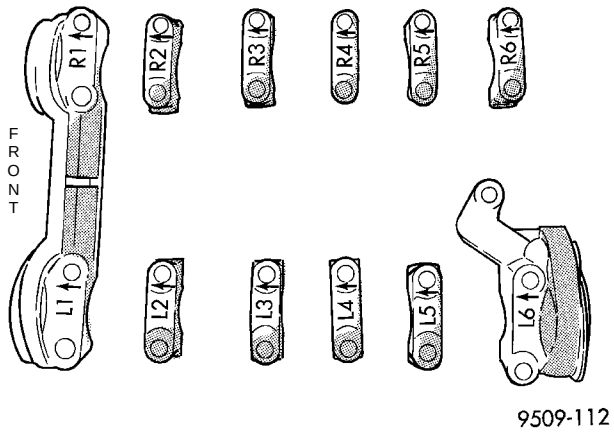

Fig. 22 Identificación de tapas de cojinete del árbol de levas
(1) Retire la tapa de válvulas con el procedimiento descrito en esta sección.
(2) Retire la correa de distribución, las ruedas dentadas y las tapas. Para informarse, consulte el servicio de la correa de distribución descrito en esta sección.
(3) Las tapas de cojinete están identificadas por su localización. Retire en primer término las tapas de cojinete externas (Fig. 22).